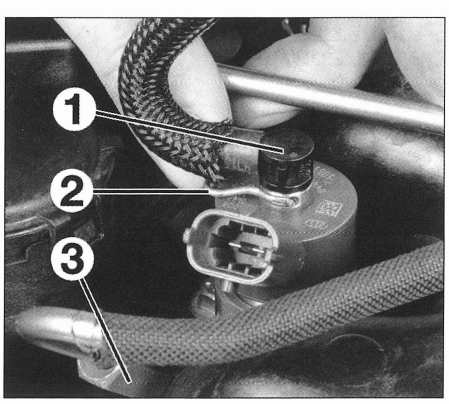

FIG. 34
- la fijación (2) del intercambiador EGR y separarlo.
- las tuberías de retorno de inyector (1) retirando la grapa (2) **(fig. 34).**